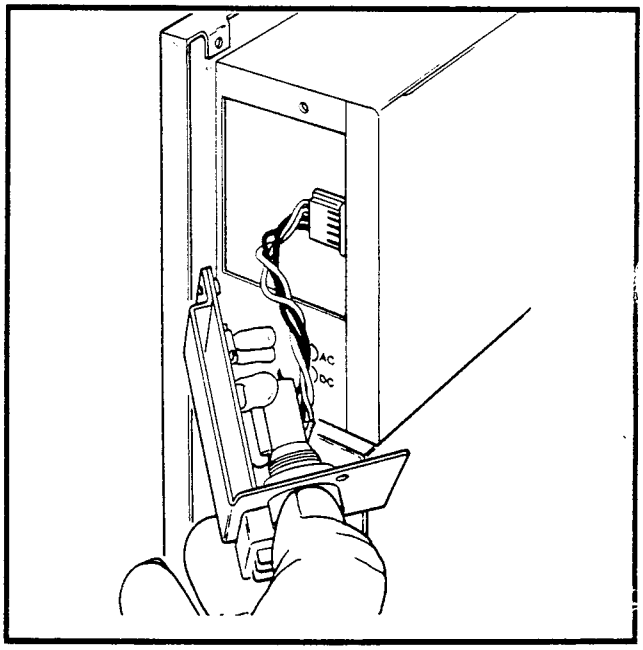

FIGURE 5—HPBU INSTALLATION
The HPBU-7 is a PCB that mounts inside the power supply housing (Figure 5) and is connected to the female 3-prong connector inside the power supply's case. Secure the HPBU with the two provided screws.
4) Connect the 4-wire connector extending from the rear of the HPBU-7 inside the power supply case as shown in Figure 5.